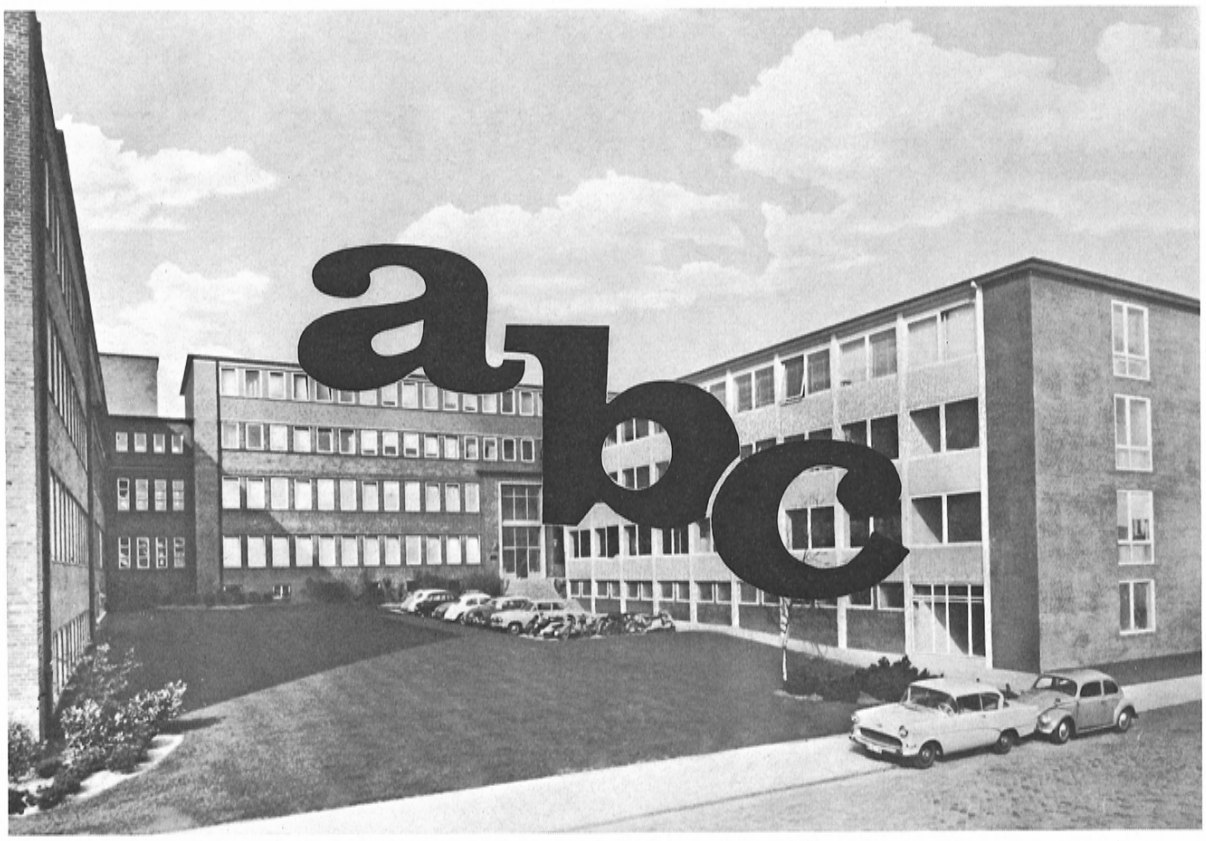

Fig. 40
A) **Positive Schrift in der Halbton-Vorlage** (Fig. 40)